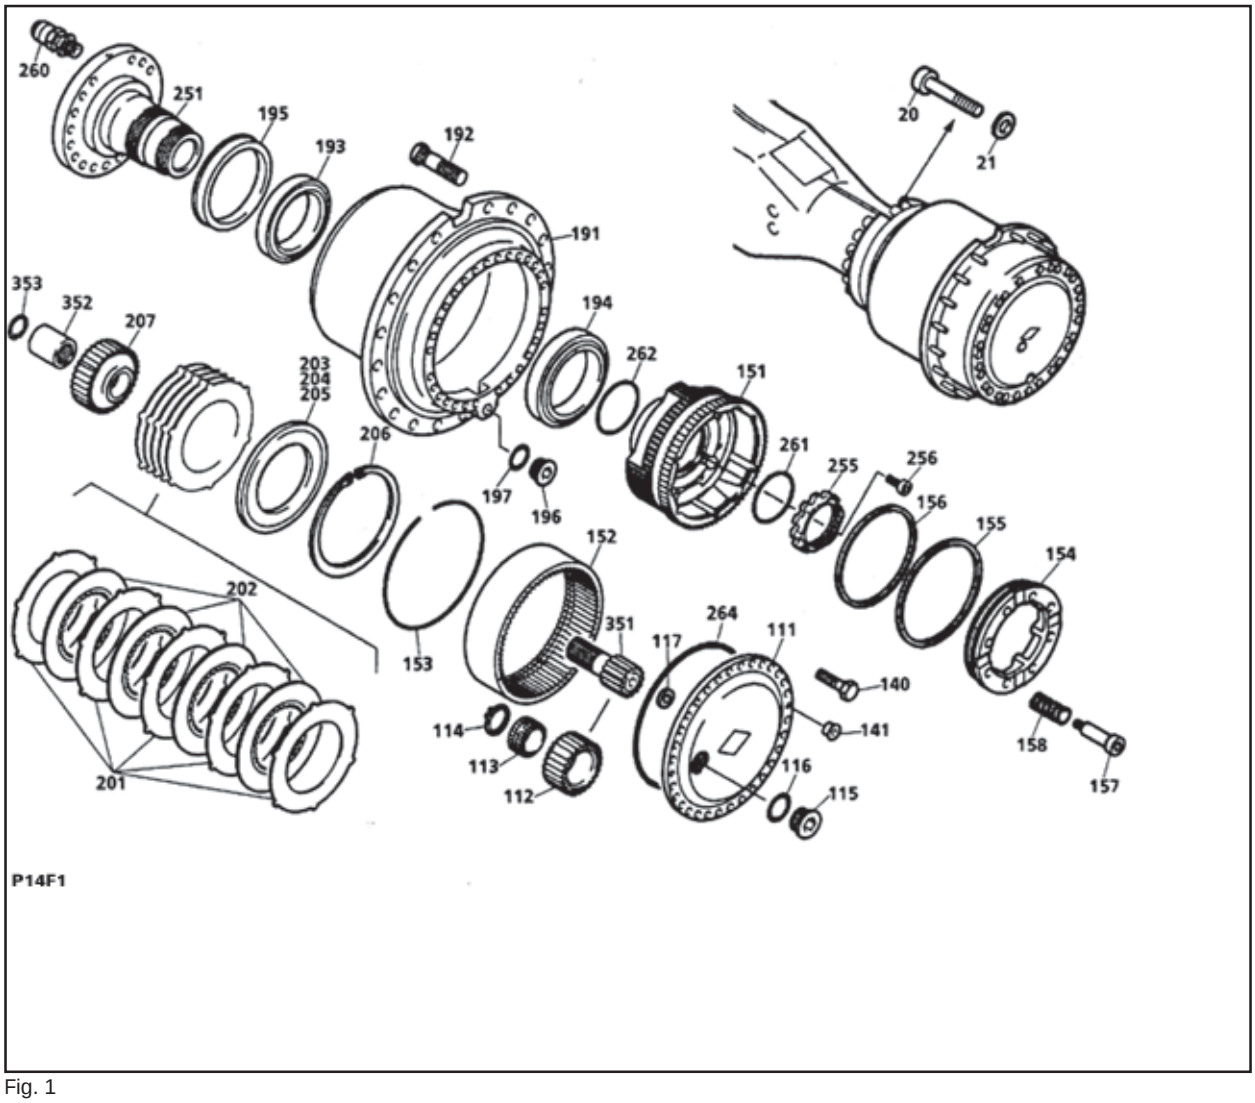

Fig. 1
- Remover os parafusos de cabeça cilíndrica (20, fig. 1) e levantar o cubo de roda.
- Posicionar o cubo de roda verticalmente sobre a ponta de eixo (251) e fixar o último.
- Remover os parafusos sextavados (140).
- Colocar dois destes parafusos nos bujões com rosca (141) e soltar o porta-planetárias (111).
- Substituir os parafusos sextavados por olhais e levantar o porta-planetárias (111). Remover o O-ring (264).
- Destravar os anéis de pressão (114) e retirar as engrenagens planetárias (112), incluindo o rolamento (113) com um extrator apropriado. Remover a arruela de encosto (117).